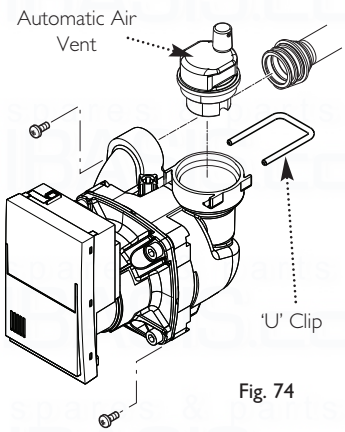

Fig. 74
13.16 Automatic Air Vent - Wilo (Fig. 74)